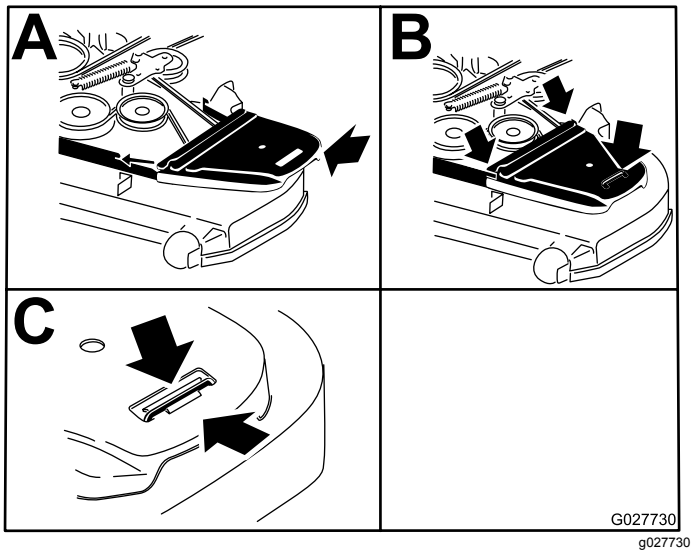

Figur 96
13. Monter remdekslene (Figur 96).